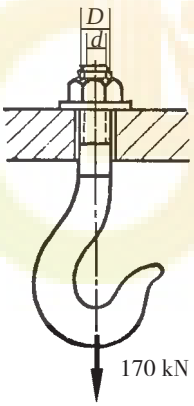

图1-85　起重机吊钩
3. 如图1-85中起重机吊钩的上端用螺母固定。试分析起重机在起吊重物时，吊钩是如何抵抗重物的拉力的。